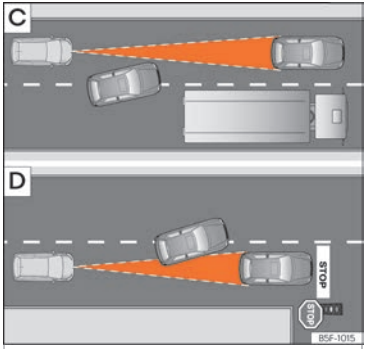

Abb. 183 C Fahrspurwechsel eines anderen Fahrzeugs. D Abbiegendes und weiteres stehendes Fahrzeug.
- Fahrzeuge, die in geringem Abstand auf die eigene Fahrspur wechseln ›› Abb. 183 C.
Es ist möglich, dass ACC nicht auf stehende Fahrzeuge reagiert. Wenn z. B. ein von ACC erfasstes Fahrzeug abbiegt oder ausschert und sich vor diesem Fahrzeug ein stehendes Fahrzeug befindet, reagiert ACC nicht auf das stehende Fahrzeug ››› **Abb. 183** D.